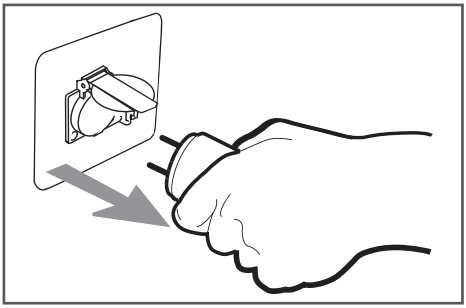

Рис. 9 Отключение потребителей
1. Отключите от генератора все потребители (выньте вилку кабеля удлинителя из розетки на панели управления генератора) (Рис. 9).